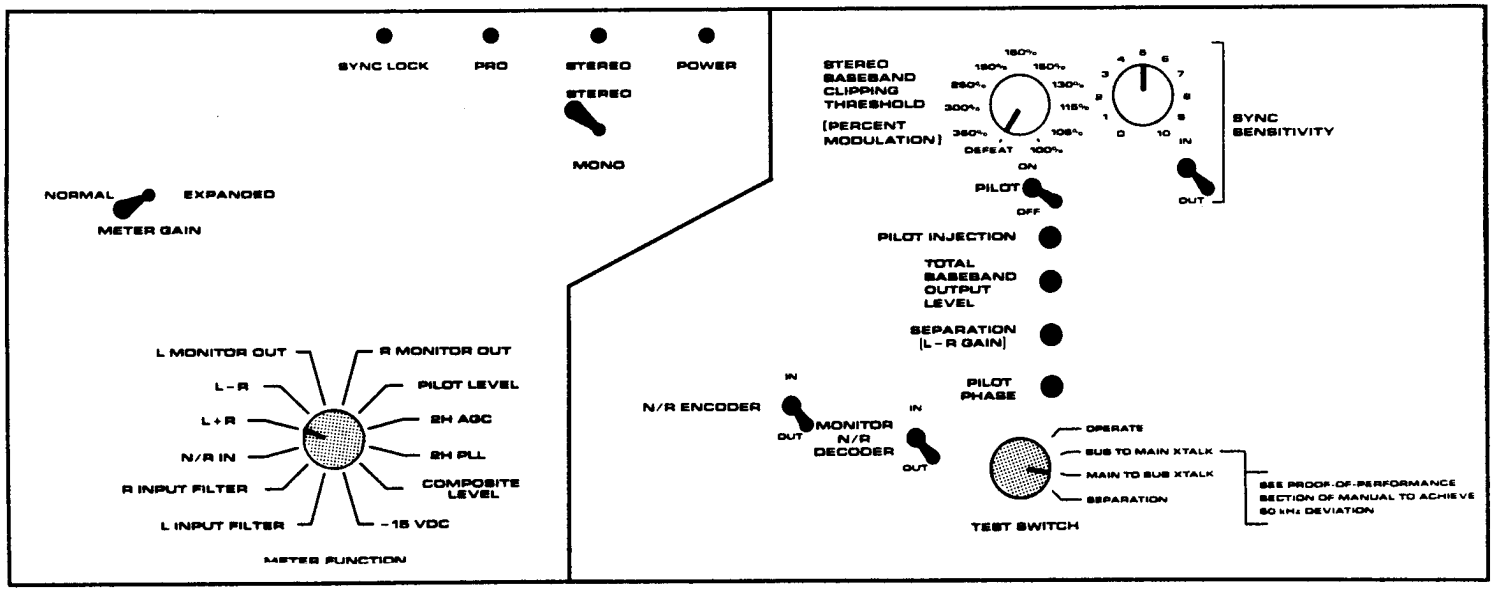

Figure 7: Control Settings for Step 13
a) Set controls as shown in Figure 7. Turn the Stereo Generator's TOTAL BASEBAND OUTPUT LEVEL control fully counterclockwise (up to 18 full turns).